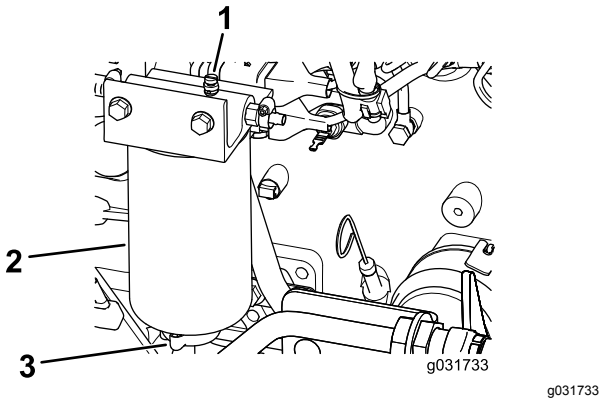

Figuur 105
2. Draai de aftapplug onder het filter los (Figuur 105).
2. Tap wat brandstof af door de ventilatieplug los te draaien en de aftapplug te openen (Figuur 105).